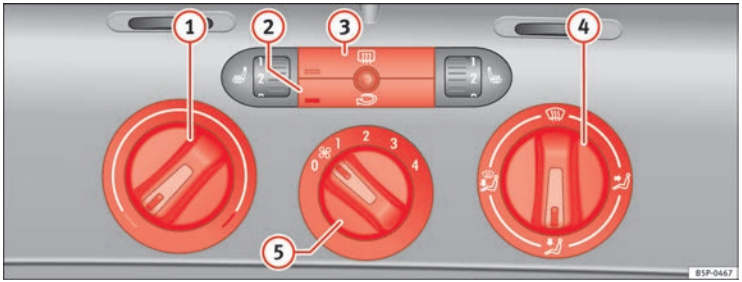

Fig. 126 On the dash panel there are the heating controls
– Using the controls ⇒ fig. 126 (1) and (4) and the control (5) you can set the temperature, air distribution and the turbine speed.
– To switch a function on or off, press the appropriate button (2) or (3). When the function is activated, the display window in the lower left of the button is lit.